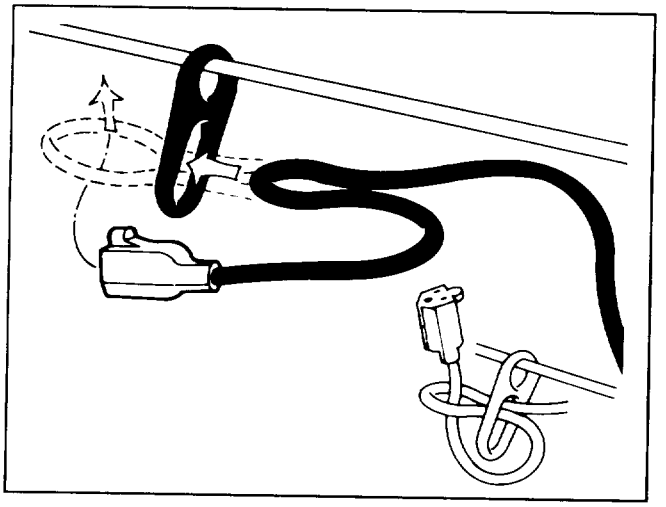

Figure 4
7. To reduce the likelihood of disconnecting lawn mower cord from the cord set during operation, attach extension cord to cord guide on mower; refer to page 4, Fig. 4.
1. Before connecting extension cord to mower plug, attach extension cord to cord guide on mower (Fig. 4). Pull enough cord through loop so cord guide can slide from side to side when cord is connected to mower plug.